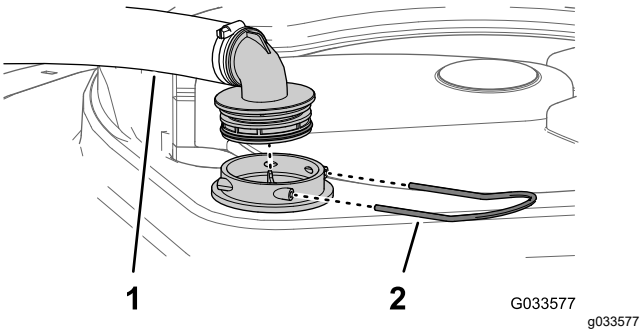

Figure 29
2. Au sommet de la cuve du pulvérisateur, retirez l'étrier de fixation qui fixe le raccord de flexible sur le grand flexible du logement du filtre (Figure 29).
3. Retirez le flexible et le raccord du logement du filtre (Figure 29).